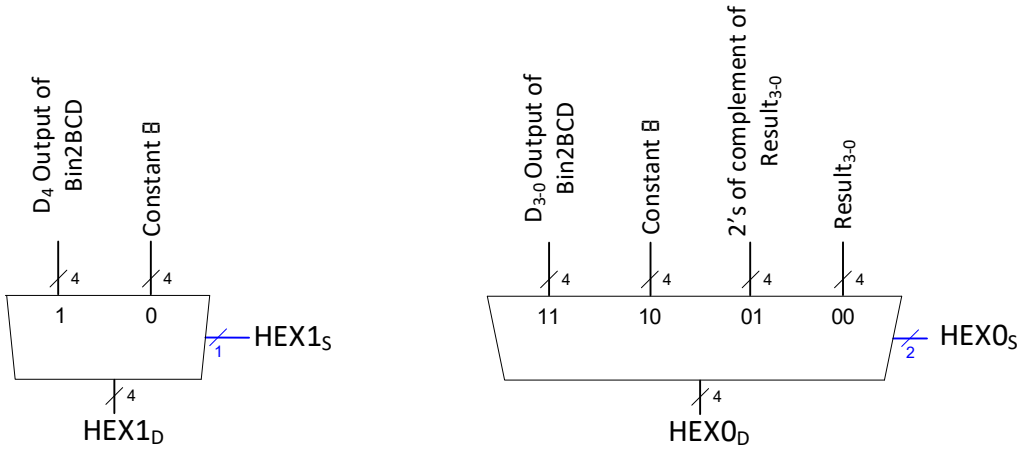

Figure 10: Multiplexers to generate $HEX1_D$ and $HEX0_D$ of Table 3
You will need to build a number of combinational circuits to generate the outputs listed on Table 3. **$HEX1_{En}$** and **$HEX1_{Ng}$** are straightforward to implement with the help of two k-maps. As for **$HEX1_D$** and **$HEX0_D$** they can be replaced with the select lines, **$HEX1_S$** and **$HEX0_S$**, of the multiplexers shown in Figure 10. This will result in the new Table 4 as a modified version of Table 3. As shown, these select lines are represented by the three outputs **$HEX1_S$**, **$HEX0_S$[1]**, and **$HEX0_S$[0]** (as **$HEX0_S$** has two bits). In the table every input and output are associated with a one-letter variable (i.e., A, B, … etc.) to simplicity your K-maps. So, you will need five 4-input Karnaugh maps to implement the circuits of the five outputs in Table 4. To prepare the inputs of the multiplexers in Figure 10, you will need to feed the ALU result to a Binary to BCD Decoder and to another circuit to find its 2's complement.
- One instant of the **Mux4bit4to1** circuit (needed for the right Mux on Figure 10).
c) As for the left Mux on Figure 10, follow the steps in subsection 3.1 to generate a **Mux4bit2to1** module. The difference here is that this Mux has only 2 inputs.